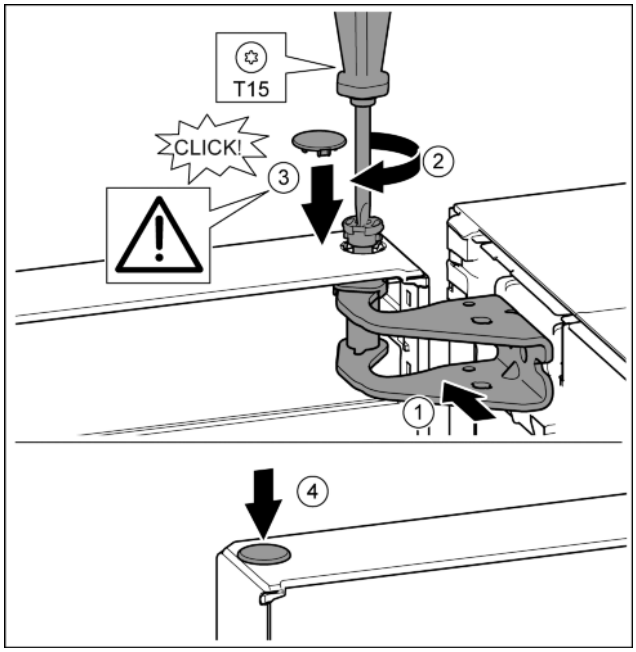

Fig. 19
▶ Deur boven uitlijnen op de opening in de lagerbus. *Fig. 19 (1)*
▶ Bouten aanbrengen en met schroevendraaier T15 vastschroeven. *Fig. 19 (2)*
▶ Veiligheidsafdekking voor de veiligheid van de deur monteren: Veiligheidsafdekking aanbrengen en controleren of deze op de deur rust. Anders bout volledig aanbrengen. *Fig. 19 (3)*
▶ Stop aanbrengen. *Fig. 19 (4)*